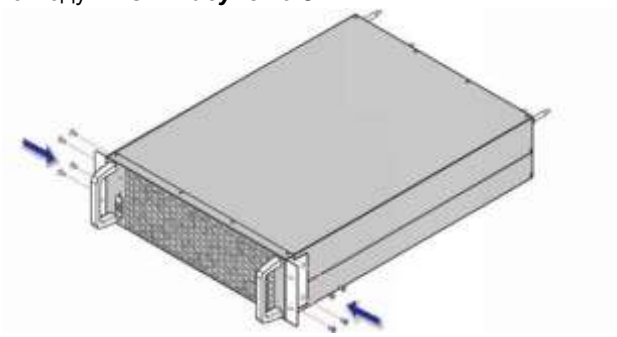

Рисунок 5-34: Установка двух кронштейнов
3. Используйте восемь винтов M4 для крепления двух кронштейнов с обеих сторон силового модуля. См. ***Рисунок 5-34***.